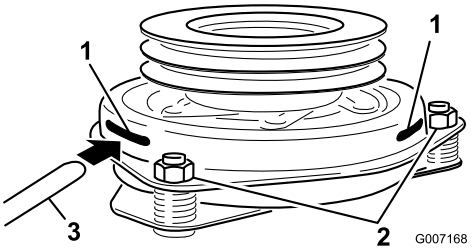

Figur 54
9. För in ett bladmått på 0,381–0,533 mm genom ett av inspektionshålen på sidan av enheten. Se till att bladmåttet förs in mellan beslaget och rotorns friktionsytor (Figur 54).
10. Dra åt låsmuttrarna tills du känner ett motstånd i bladmåttet, men ändå kan röra det inom luftgapet (Figur 54) utan problem.